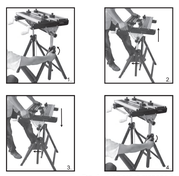

Fig. 4 - Avvitare le manopole
d. Ruotare le manopole di fissaggio dell'altezza in senso orario su ciascuna gamba per serrare (fig. 4).